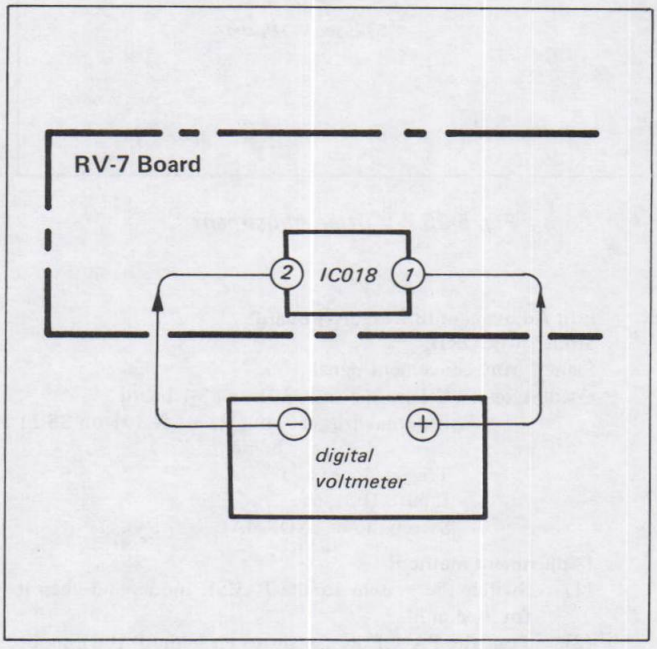

Fig. 5-29. Measurement points
(1) Do not supply the VTR with any signal and set up the E-E mode.
(2) Connect the digital voltmeter to the points shown in Fig. 5-29.